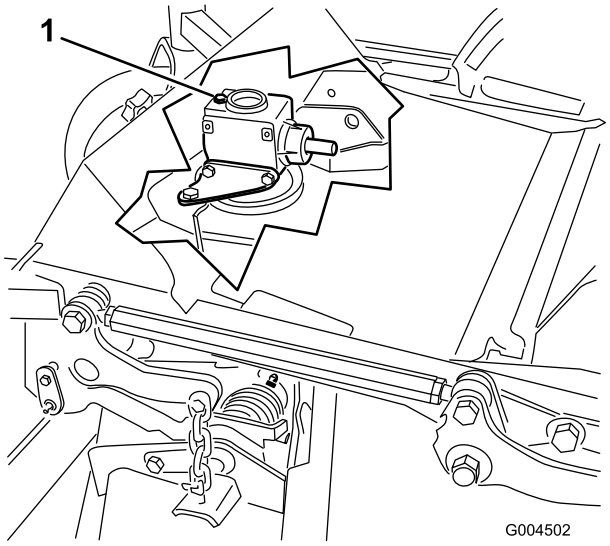

Figur 38
6. Ta ut oljestickan/påfyllningspluggen från övre delen av växellådan (Figur 38) och kontrollera att oljenivån ligger mellan markeringarna på oljestickan.
6. Ta ut oljestickan/påfyllningspluggen från övre delen av växellådan (Figur 38).